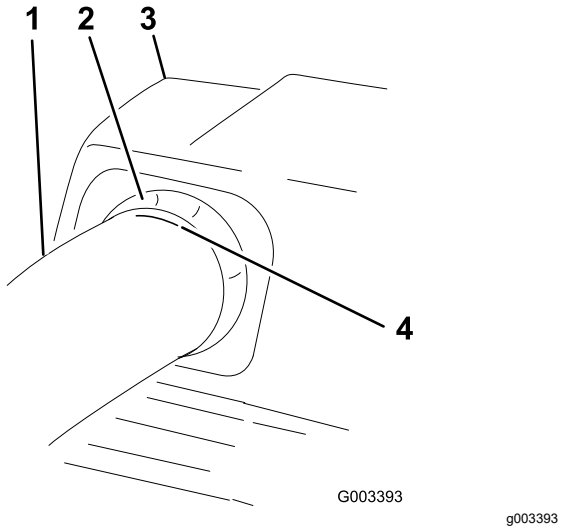

Figur 25
7. Når afstanden på 19 mm er opnået, skal du markere, hvor gummipakningen stikker ud på ydersiden af det øverste rør (Figur 25).
11. Kontrollér, at markeringen fra Figur 25 stadig er på plads.